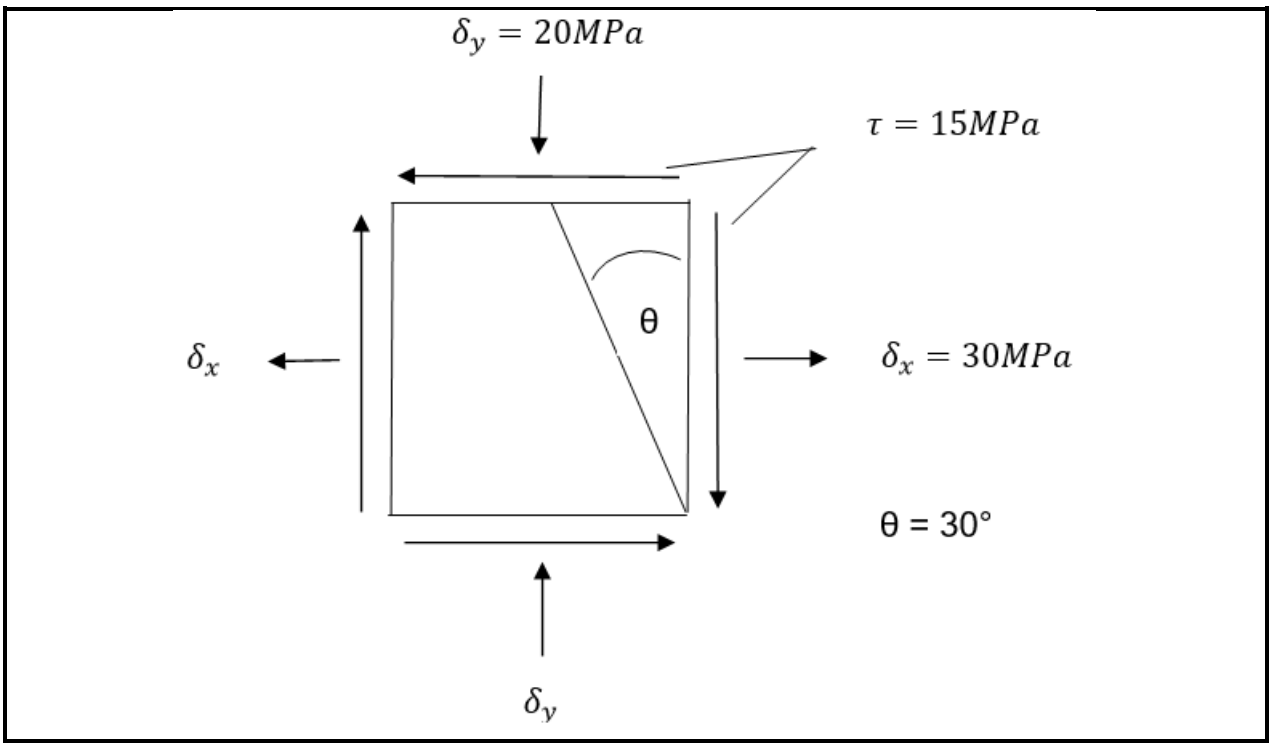

FIGUUR 3
Die spanning by 'n punt van 'n materiaal word in FIGUUR 3 getoon.
5.1 Op grafiese wyse, konstrueer 'n Mohr-sirkel deur 'n skaal van 2 mm:1 MPa vir 'n vlak wat in FIGUUR 3 getoon word te gebruik en benoem die grootte van al die belangrike lyne en hoeke. (6)